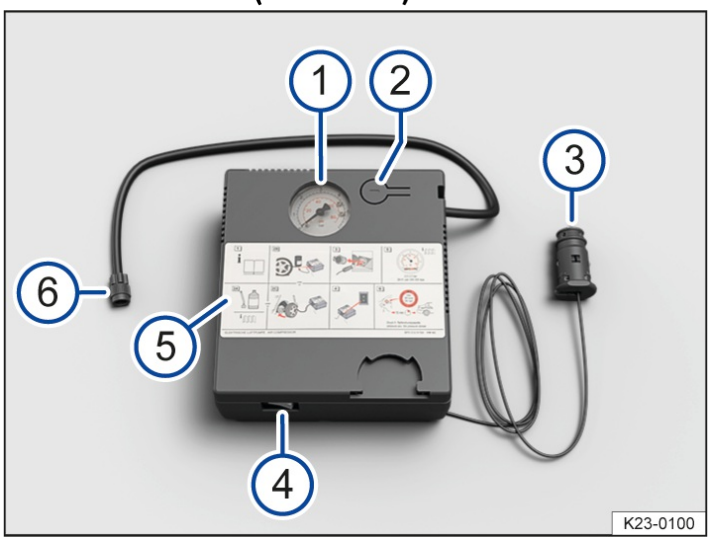

Fig. 4 Compressor in the tire mobility set (general example).
1. Screw the tire filler hose → *fig. 4* (6) of the compressor firmly onto the tire valve.
3. Insert the 12-volt plug → *fig. 4* (3) into a 12-volt-socket in the vehicle *(→ Sockets)*.
4. Switch the compressor on with the ON and OFF switch→ *fig. 4* (4).
2. Reconnect the tire inflation hose → *fig. 2* (1) or → *fig. 4* (6) and read the tire pressure off the tire pressure gage → *fig. 2* (3) or → *fig. 4* (1).